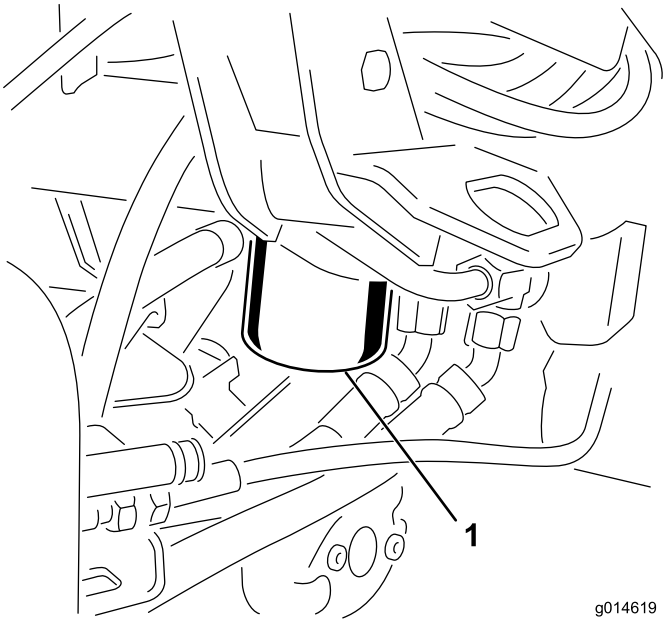

Figur 50
1. Rengör runt området där filtret monteras (Figur 50). Ställ ett avtappningskärl under filtret och ta bort filtret.